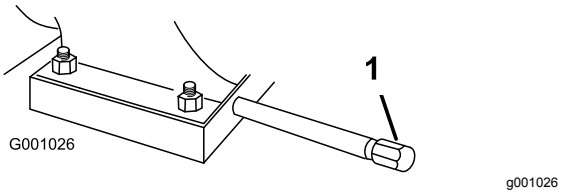

**Figur 41**
1. Rengør området omkring olieaftapningshætten (Figur 41).